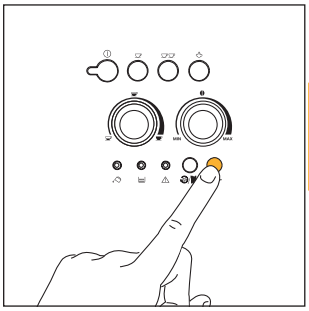

Abb. 18
1. Durch Drücken der Taste die Funktion „Kaffeepulver" (Abb. 18) anwählen. Die Kontrolllampe in der Taste leuchtet auf, um anzuzeigen, dass die Funktion angewählt wurde und der Betrieb des Mahlwerks ausgeschaltet worden ist.